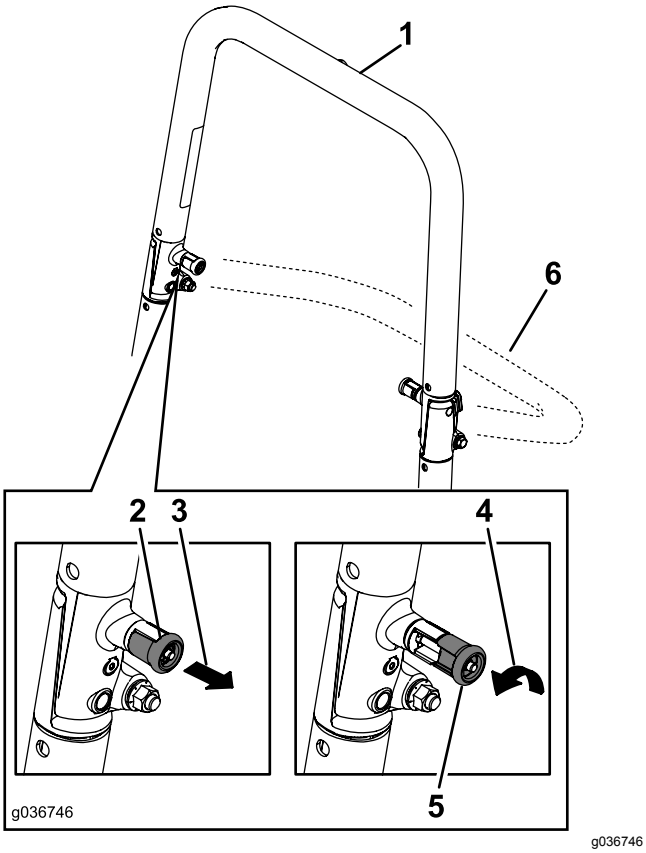

Figure 9
2. Tirez sur les deux boutons et tournez-les à 90 degrés pour les désengager (Figure 9).
3. Faites pivoter l'arceau de sécurité à la position abaissée (Figure 9).
1. Levez l'arceau de sécurité à la position d'utilisation et tournez les boutons de sorte à les déplacer partiellement dans les rainures (Figure 9).
2. Redressez complètement l'arceau de sécurité tout en poussant sur la partie supérieure; les goupilles s'engagent en position quand les trous sont en face (Figure 9).